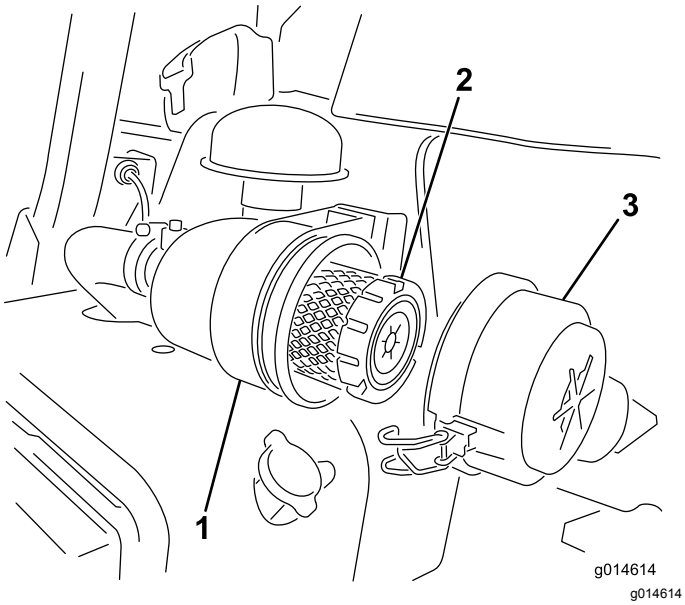

Figur 42
1. Lossa spärrhakarna som håller fast luftrenarkåpan på luftrenarhuset (Figur 42).
6. Fäst spärrarna (Figur 42).